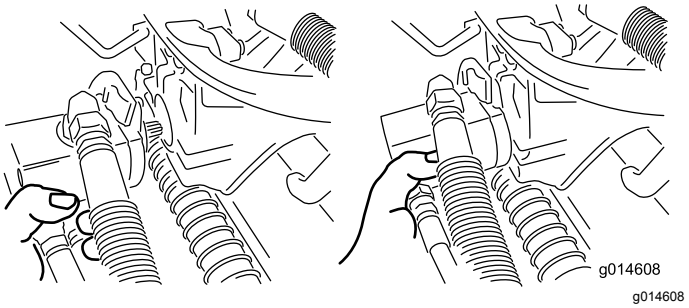

Figur 46
3. Flytt motoren til lagringsplassen foran på hjulopphengsarmen (Figur 46).